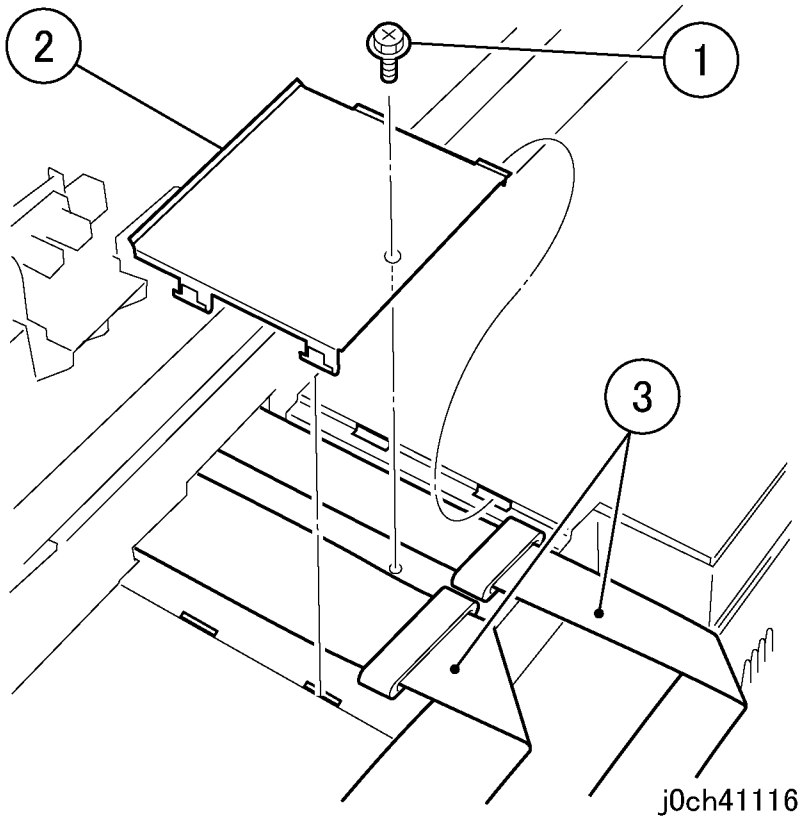

Рисунок 9 Отсоединение кабелей (j0ch41116)
10. Отсоедините кабель интерфейса NBCR/кабель питания NBCR (рисунок 9).